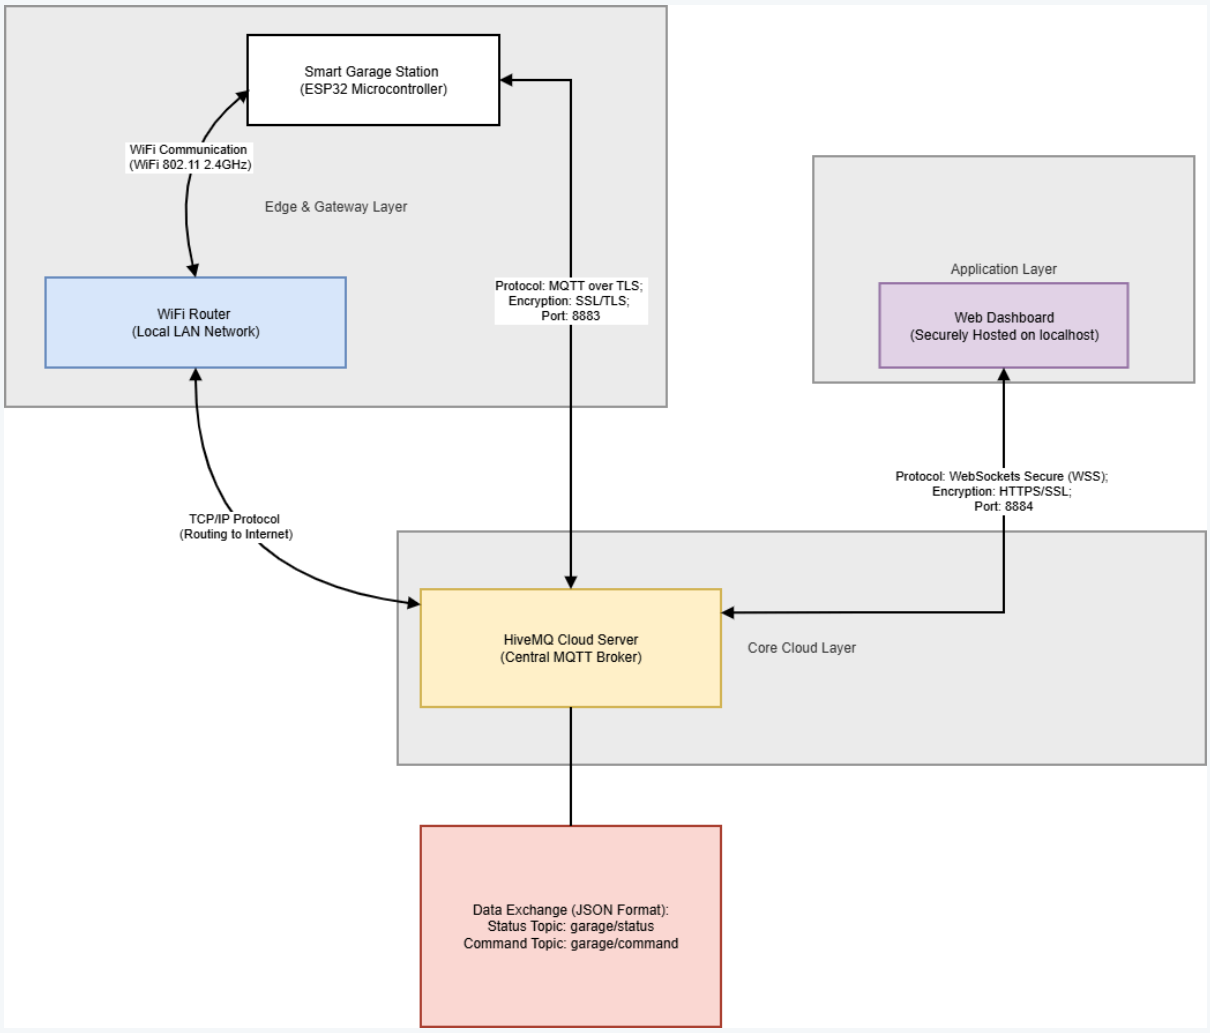

Figure 1.2. Network architecture and IoT communication flow
b. Network & IoT Architecture (Figure 1.2)